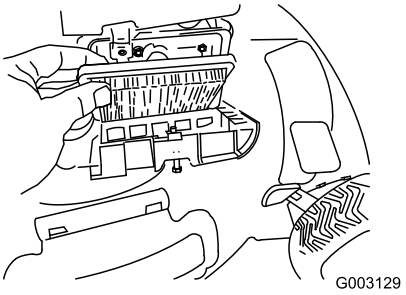

Bild 33
4. Setzen Sie die Abdeckung auf (Bild 33).